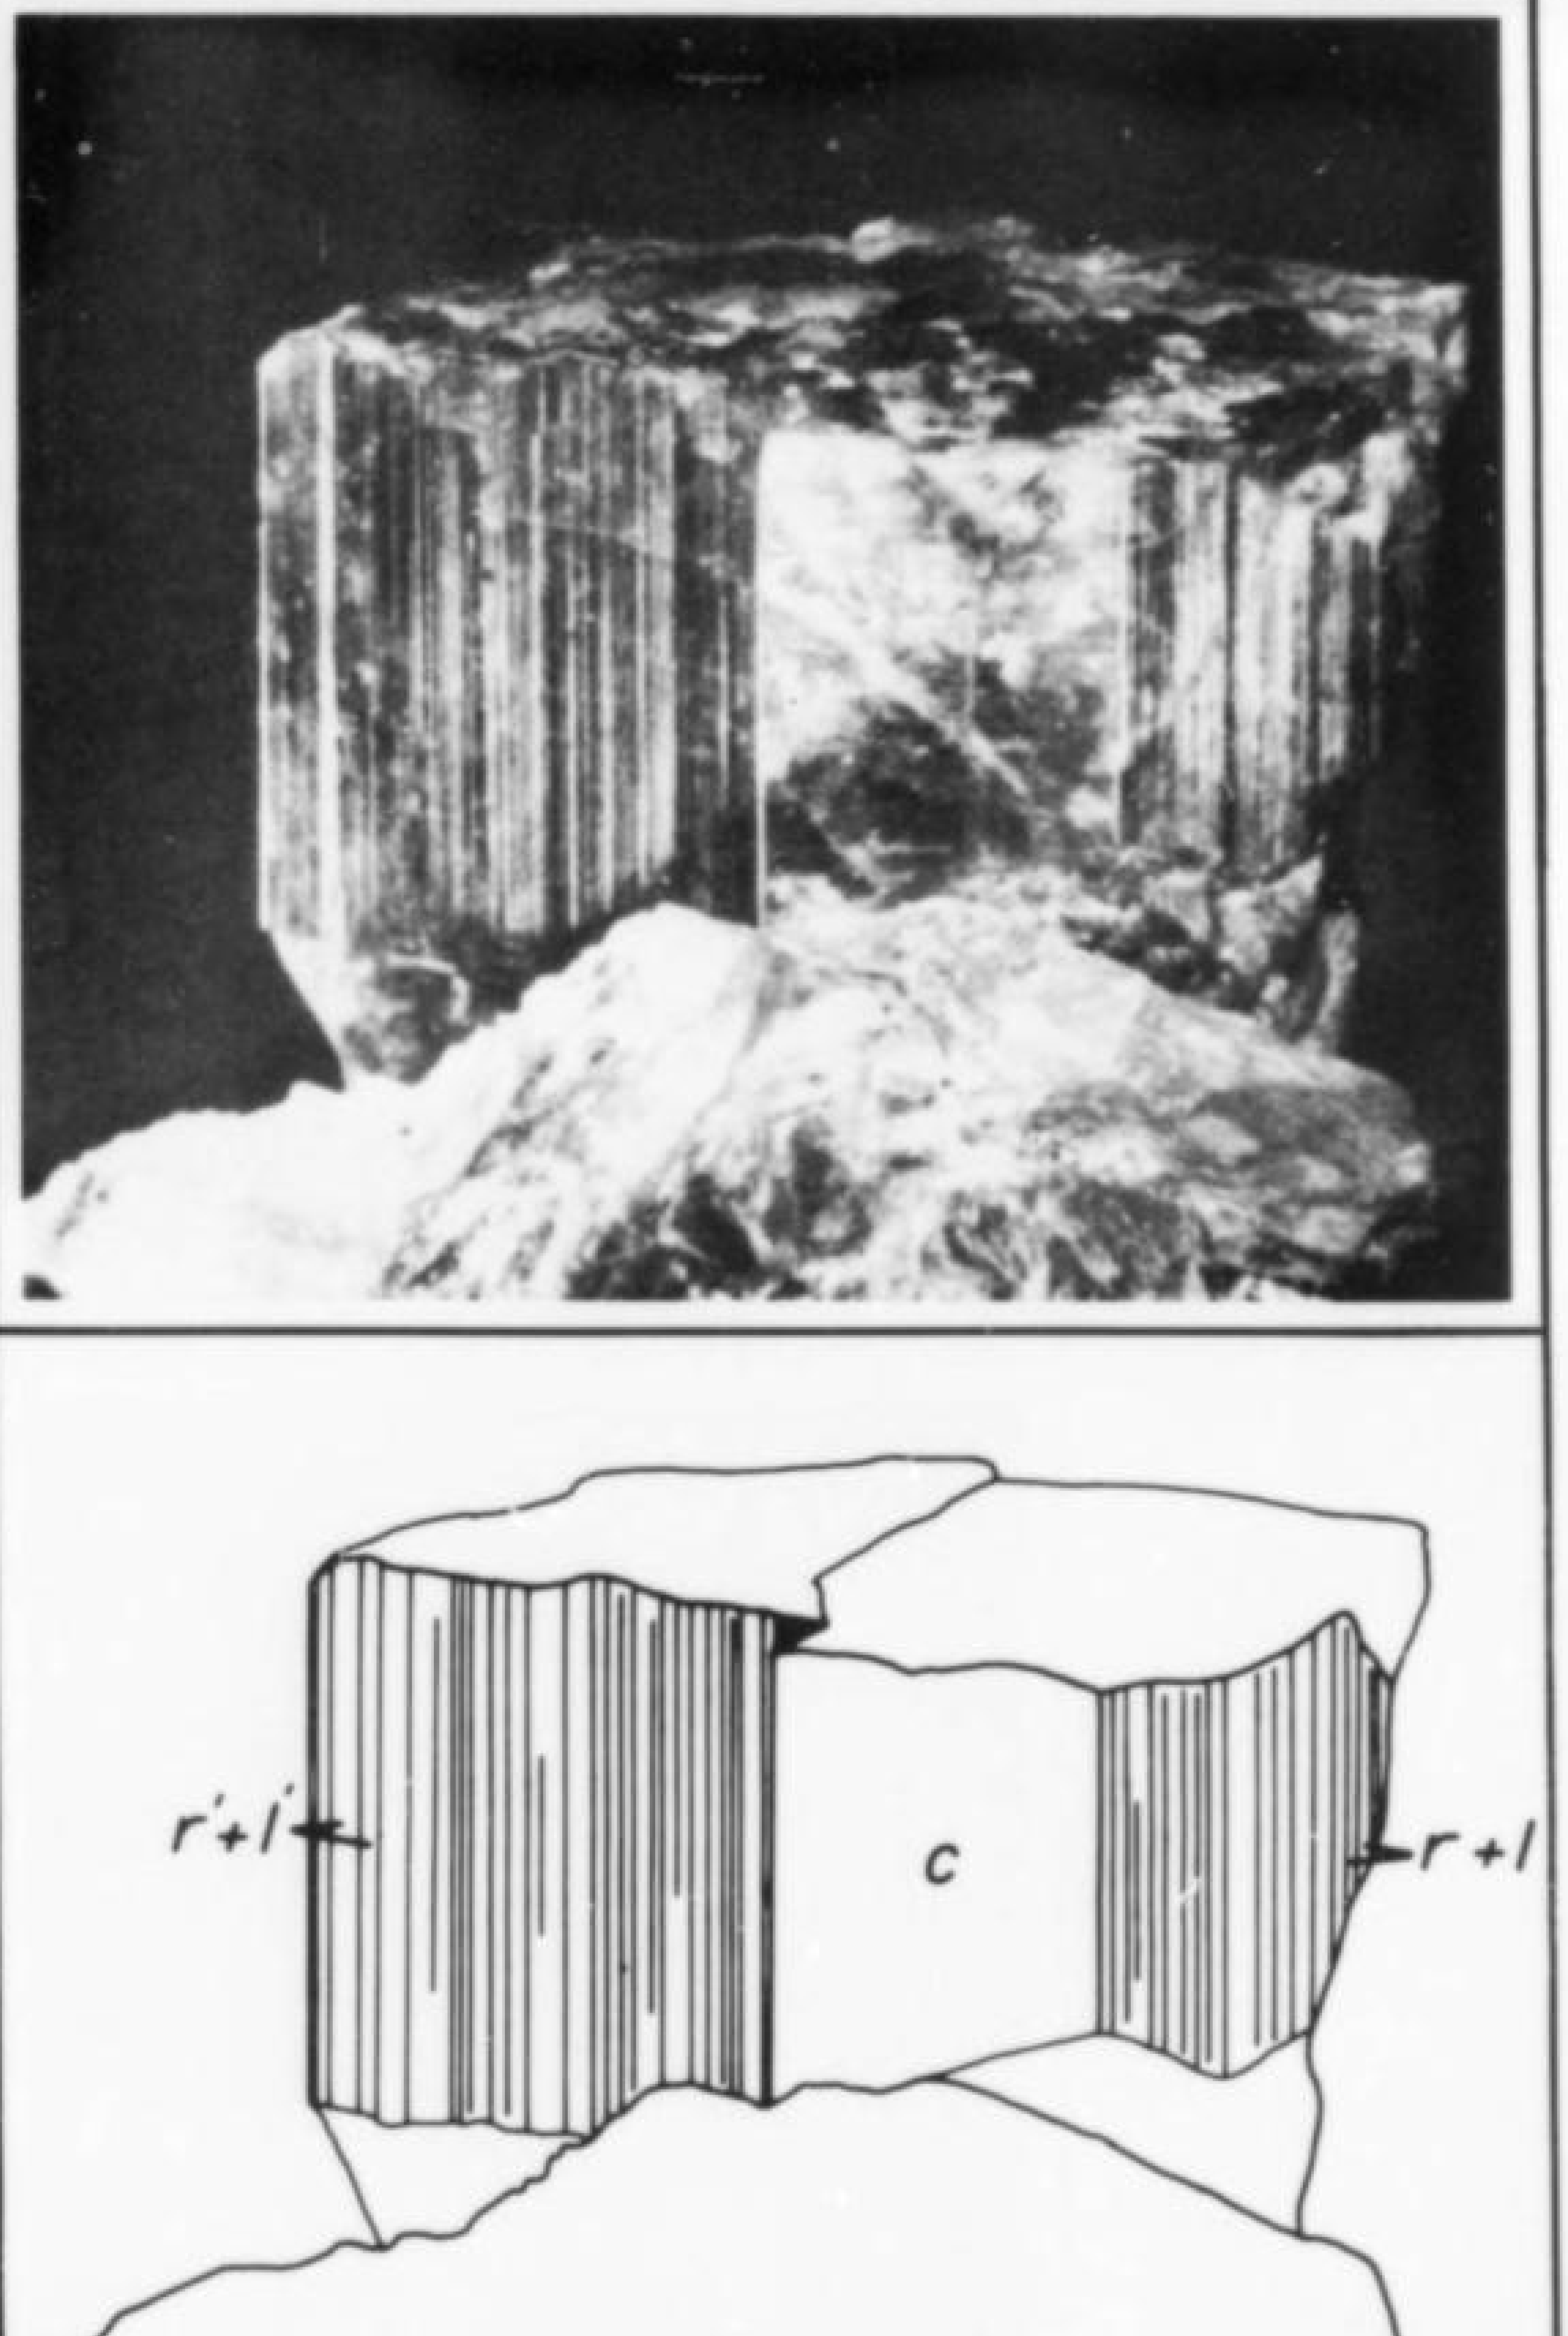

Figure 8. **Intergrown epidote crystals, Bald Mountain. The intergrowth is 2 cm wide.**
Epidote crystals on Bald Mountain are elongate parallel to crystallographic *b* and commonly have deeply striated faces in the [010] zone (Fig. 8). Crystals generally are twinned parallel with (100) (Fig. 9). The following forms have been noted: $a\{100\}$, $c\{001\}$, $r\{\bar{1}01\}$, $x\{\bar{1}02\}$, and $l\{\bar{2}01\}$.